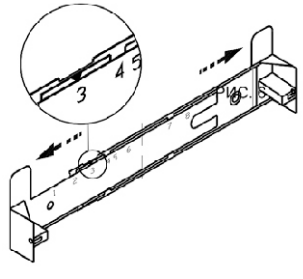

рис. 7
6.5 Крепление кронштейна к стене (рис. 7, 8).
- прежде чем прикрепить кронштейн к стене, необходимо выставить его на нужный размер (равный ширине верхней фальштрубы) рис.7, для этого увеличьте размер кронштейна (если это необходимо) и установите фиксатор напротив цифры соответствующей Вашей вытяжке (см. графа N, табл.4)